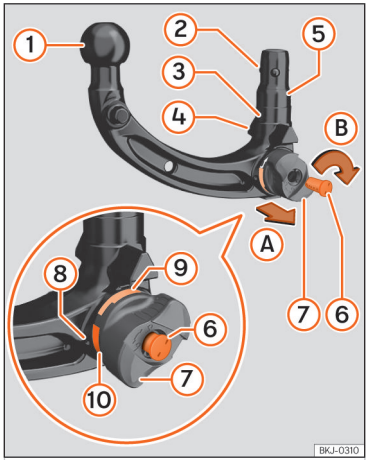

Abb. 152 Übersicht: Abnehmbare Anhängevorrichtung.
1. Vor der ersten Benutzung der abnehmbaren Anhängevorrichtung ist die Nummer zu vermerken, die auf dem Schlüssel ››› (Abb. 152) ⑥ eingraviert ist, für den Fall, dass die Anfertigung eines Duplikats erforderlich sein sollte.
4. Sicherstellen, dass die Aufnahme, das Handrad ››› (Abb. 152) ⑧, der Schaft ⑤ und die Verriegelungskugeln ② der Anhängevorrichtung sauber und in einem einwandfreien Zustand sind. Erforderlichenfalls reinigen.
- Die rote Markierung ››› (Abb. 152) ⑩ des Handrads zeigt auf die grüne Markierung ⑨ der Anhängevorrichtung.
- Das Handrad ⑧ ist deutlich von der Anhängevorrichtung getrennt, mindestens 4 mm (0,2 Zoll).
- Alle Verriegelungskugeln ② können vollständig in den Schaft ⑤ eingerastet werden.
- Der Schlüssel ⑥ befindet sich im Schloss, der Pfeil auf dem Schlüssel zeigt auf das Symbol *Schloss geöffnet* am Handrad ⑧ und der Schlüssel kann nicht herausgezogen werden.
1. Die Schlossabdeckung ››› (Abb. 152) ⑦ öffnen und den Schlüssel in das Schloss stecken.
2. Den Schlüssel ⑥ entgegen dem Uhrzeigersinn drehen, bis der Pfeil auf dem Schlüssel auf das Symbol *Schloss geöffnet* am Handrad ⑧ zeigt.
3. Die Anhängevorrichtung mit einer Hand festhalten. Mit der anderen Hand das Handrad ⑧ in Pfeilrichtung Ⓐ abziehen.
4. Das abgezogene Handrad ⑧ bis zum Anschlag in Pfeilrichtung Ⓑ drehen.
Nach dem Vorspannen der Anhängevorrichtung darf das Handrad ››› (Abb. 152) ⑧ nicht wieder betätigt werden. Beim Verriegeln der Anhängevorrichtung dreht sich das Handrad in seine Ausgangsposition und kann Verletzungen verursachen ››› ⚠.
- Die grüne Markierung am Handrad ⑨ nach oben zeigt.
- Die Anhängevorrichtung mit Schlüssel geschlossen ist und der Schlüssel ⑥ abgezogen werden kann.
- Kein Spalt zwischen Handrad ⑧ und Anhängevorrichtung vorhanden ist.
3. Den Schlüssel ⑥ im Uhrzeigersinn drehen, um die Anhängevorrichtung zu schließen.
4. Die Schlossabdeckung ⑦ anbringen.
- Die grüne Markierung am Handrad ››› (Abb. 152) ⑨ zeigt nach oben.
- Das Handrad ⑧ liegt an der Anhängevorrichtung an und diese kann geschlossen werden.
- Die Anhängevorrichtung ist geschlossen und der Schlüssel ⑥ ist abgezogen.
- Es kann nicht mehr seitlich am Handrad ⑧ gezogen werden.
- **Die Anhängevorrichtung niemals verwenden, wenn der Durchmesser des Kugelkopfs ››› (Abb. 152) ① an einer beliebigen Stelle geringer als 49 mm (1,9 Zoll) ist.**